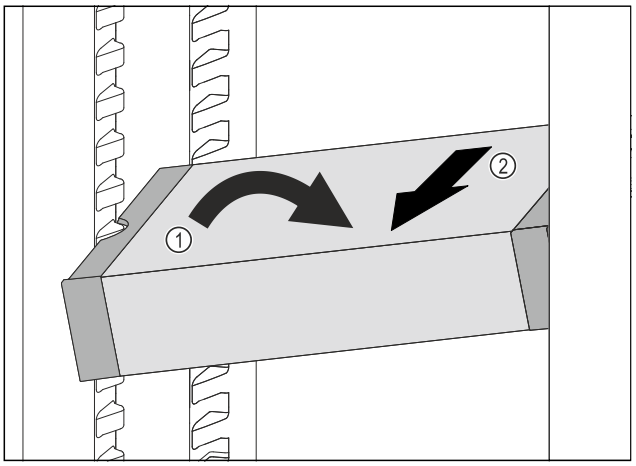

Fig. 124
- ▶ Poziționați oblic VarioSafe în frigider. *Fig. 124 (1)*
- ▶ Extrageți VarioSafe spre înainte. *Fig. 124 (2)*